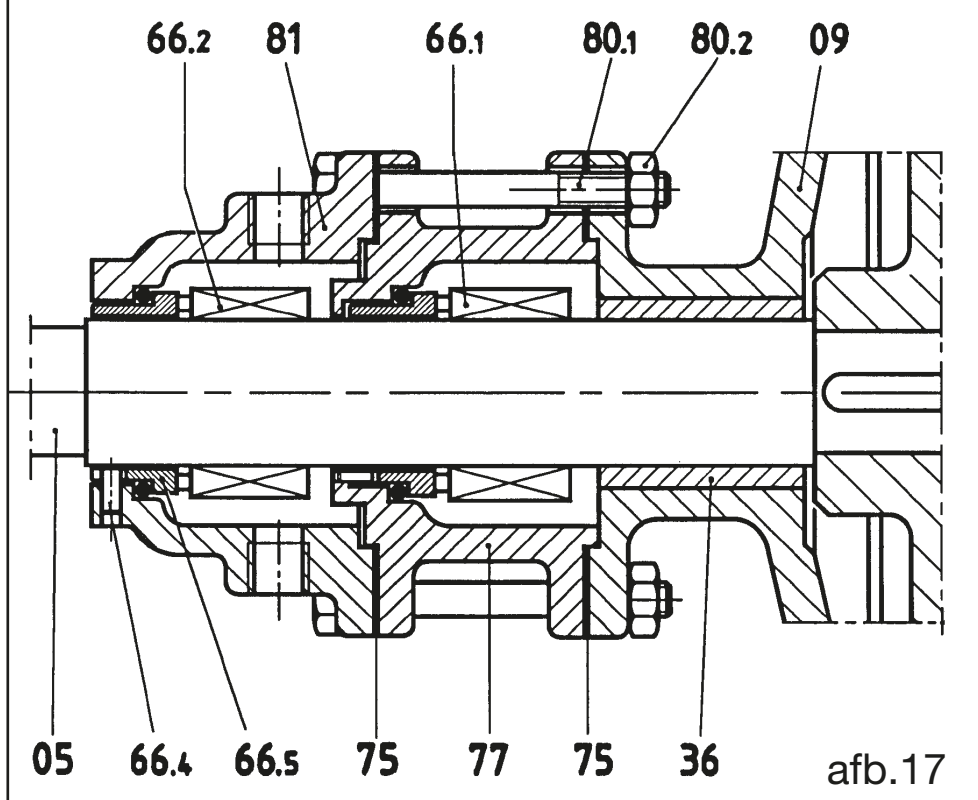

afb.17
11.10 **Verwijdering van de dubbele mechanische afdichting ST7** (afb. 17)
- ❑ Draai de schroeven (80.1) los, verwijder de afdichtinghouder (81) en vermijd het pakking (75) te beschadigen. Gebeurt dat toch, vervang hem dan.
- ❑ Herhaal de handeling met de afdichtinghouder (77) en de mechanische afdichting (66.1).